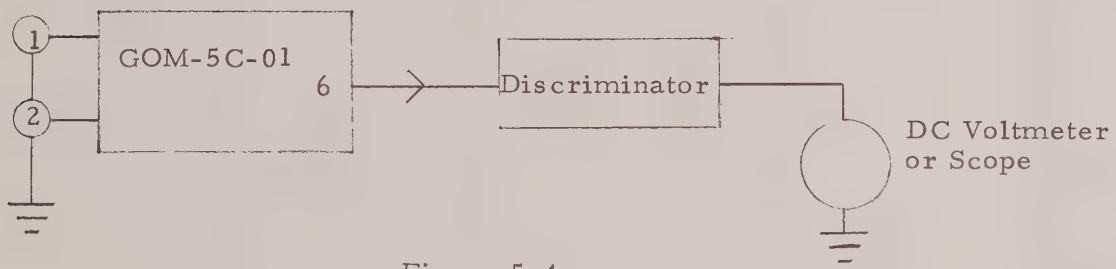

Figure 5-4
f. To use a Discriminator instead of a Null Meter, set up the equipment as shown in Figure 5-4 and proceed as follows: